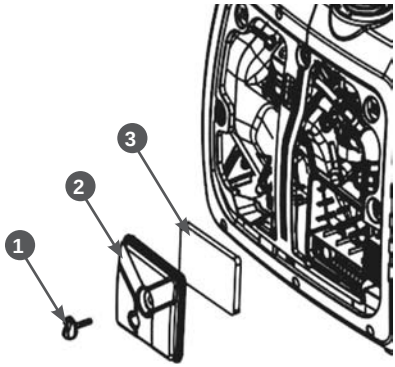

Рис. 15. Обслуживание воздушного фильтра
3. Открутите винт 1 крепления крышки воздушного фильтра и снимите крышку 2 воздушного фильтра (Рис. 15).
4. Извлеките из корпуса воздушного фильтра поролоновый фильтрующий элемент 3 (Рис. 15).